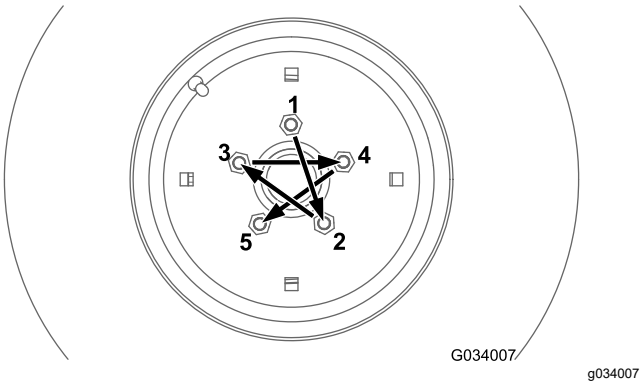
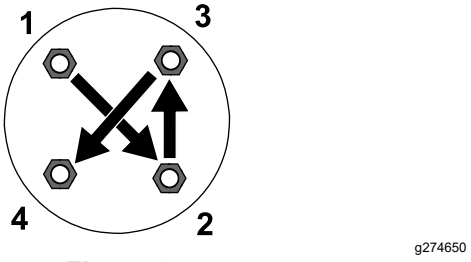

Figur 69
Figur 70
Spænd hjulmøtrikkerne på for- og baghjulene (kun maskiner med 4-hjulstræk) i et krydsmønster som vist på Figur 69 og Figur 70 til det angivne tilspændingsmoment.
- Forhjul: Se Figur 69
- Baghjul (kun maskiner med 4-hjulstræk): Se Figur 70